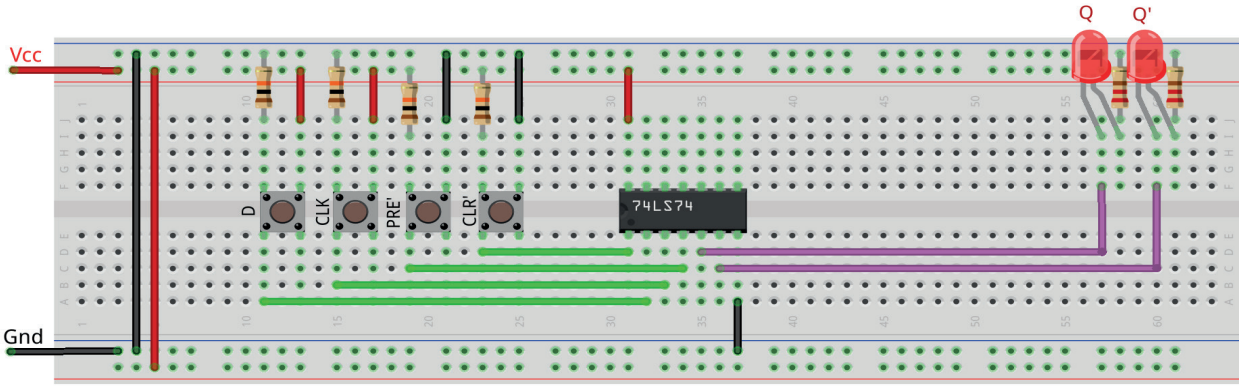

Figura 9.31 – Disposição dos componentes na placa de montagem.
1. Monte o circuito na placa de montagem, conforme figura 9.31.